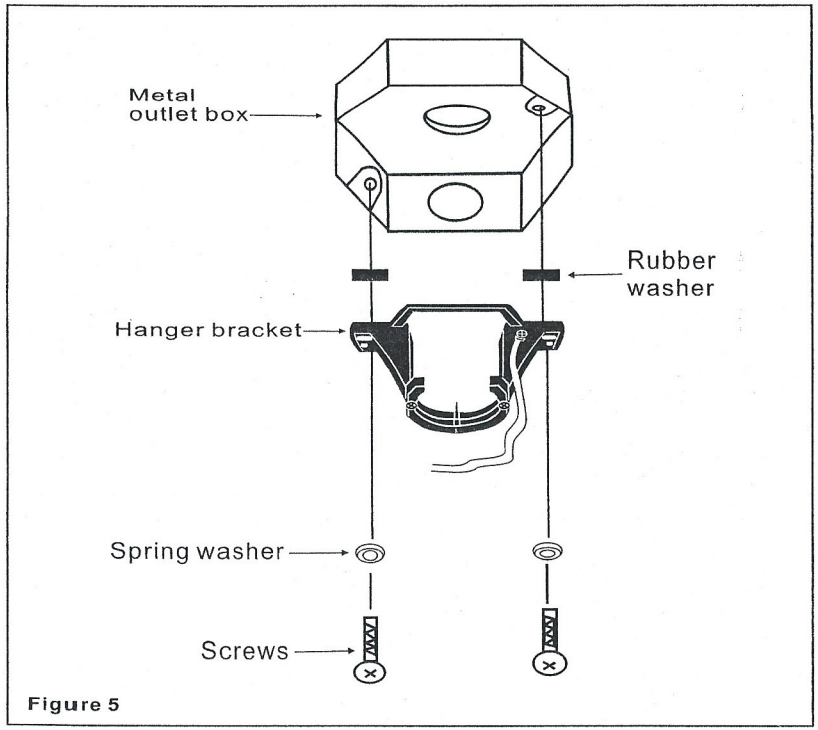

Figure 5
2. Attach hanger bracket to outlet box using screws and spring washers provided with the outlet box (Fig. 5). Install square rubber washers between bracket and outlet box to reduce vibration of metal to metal surfaces.